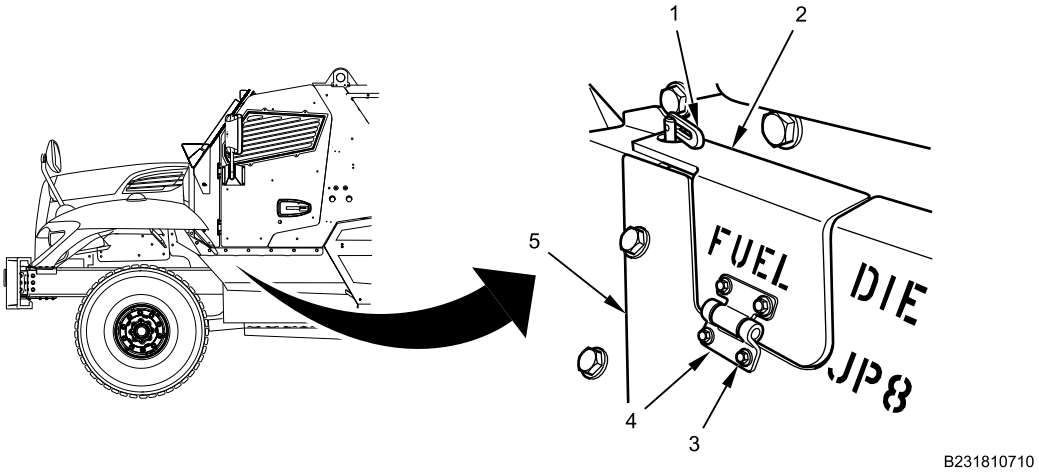

Figure 1. Fuel Tank Access Door.
1. Move fuel cap spring (Figure 1, Item 1) into open position.
2. Remove four bolts and locknuts (Figure 1, Item 3) from hinge (Figure 1, Item 4) on fuel tank armor door (Figure 1, Item 5). Discard locknuts. Remove hinge (Figure 1, Item 4) and fuel access door (Figure 1, Item 2).